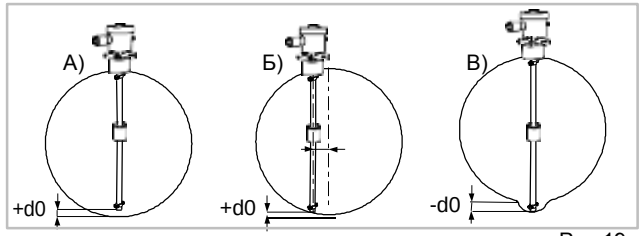

Рис.19
2) введите поправку на отступ от дна d0 (рис. 19):